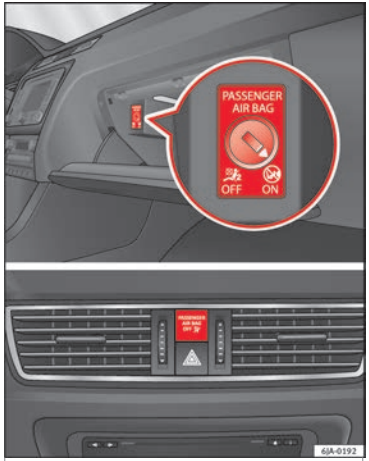

Fig. 81 Front passenger front airbag switch/warning lamp for disabling the front passenger airbag.
- the airbag is disabled, signalled with the warning lamp **OFF** which lights up with the word **PASSENGER AIR BAG OFF** placed in the centre part of the dash panel ››› Fig. 81 ③.
– Insert the key into the slot of the switch for deactivating the front passenger airbag ››› Fig. 81. About 3/4 of the key should enter, as far as it will go.